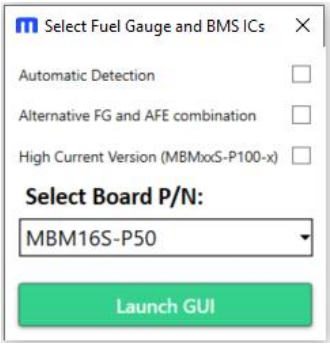
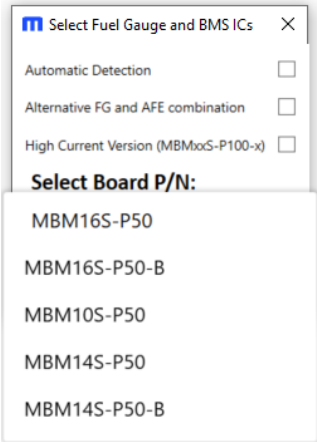

Figure 23: Fuel Gauge and BMS ICs Selection Window 1
Figure 24: Fuel Gauge and BMS ICs Selection Window 2
a. Manually select the MBMxxS-P100-x version in the drop-down menu (see Figure 23 and Figure 24).